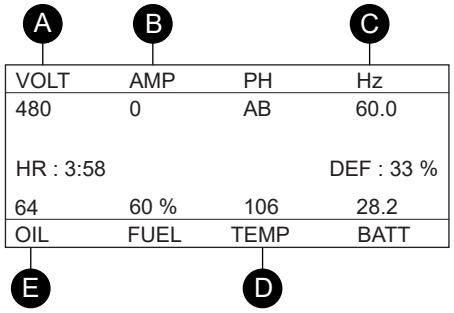

Figure 43. Controller Display
3. The controller display will indicate the 60-cycle output frequency in **HERTZ** (Figure 43**C**).
4. The controller display will indicate the generator's output in **VOLTS** (Figure 43**A**).
6. The controller display will indicate **zero amps** with no load applied (Figure 43**B**). When a load is applied, the display will indicate the amount of current that the load is drawing from the generator.
7. The controller display will indicate the **oil pressure** of the engine (Figure 43**E**). Under normal operating conditions the oil pressure should be between 56 and 100 psi (386–689 kPa).
8. The controller display will indicate the **coolant temperature** (Figure 43**D**). Under normal operating conditions the coolant temperature should be 167°–194°F (75°–90°C).
10. Observe the amperage reading on the controller display (Figure 43**B**) and verify that it is the anticipated amount of current with respect to the load. The ammeter will only display a current reading if a load is in use.